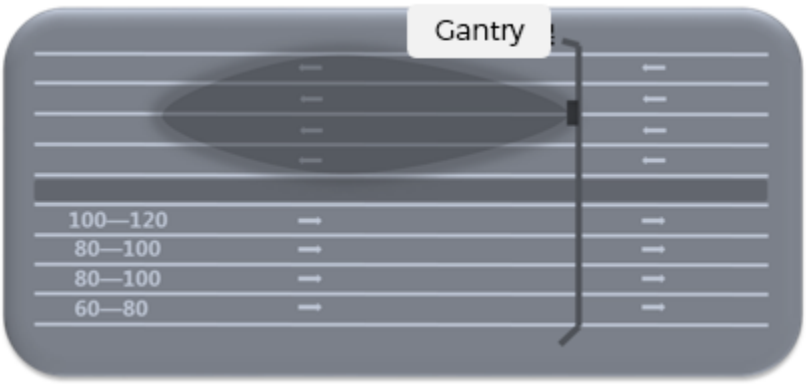

Figure 2.10: Installation Position for Observing Oncoming and Outgoing Lanes
- Observing outgoing lanes, the installation position is as shown in Figure 2.10.